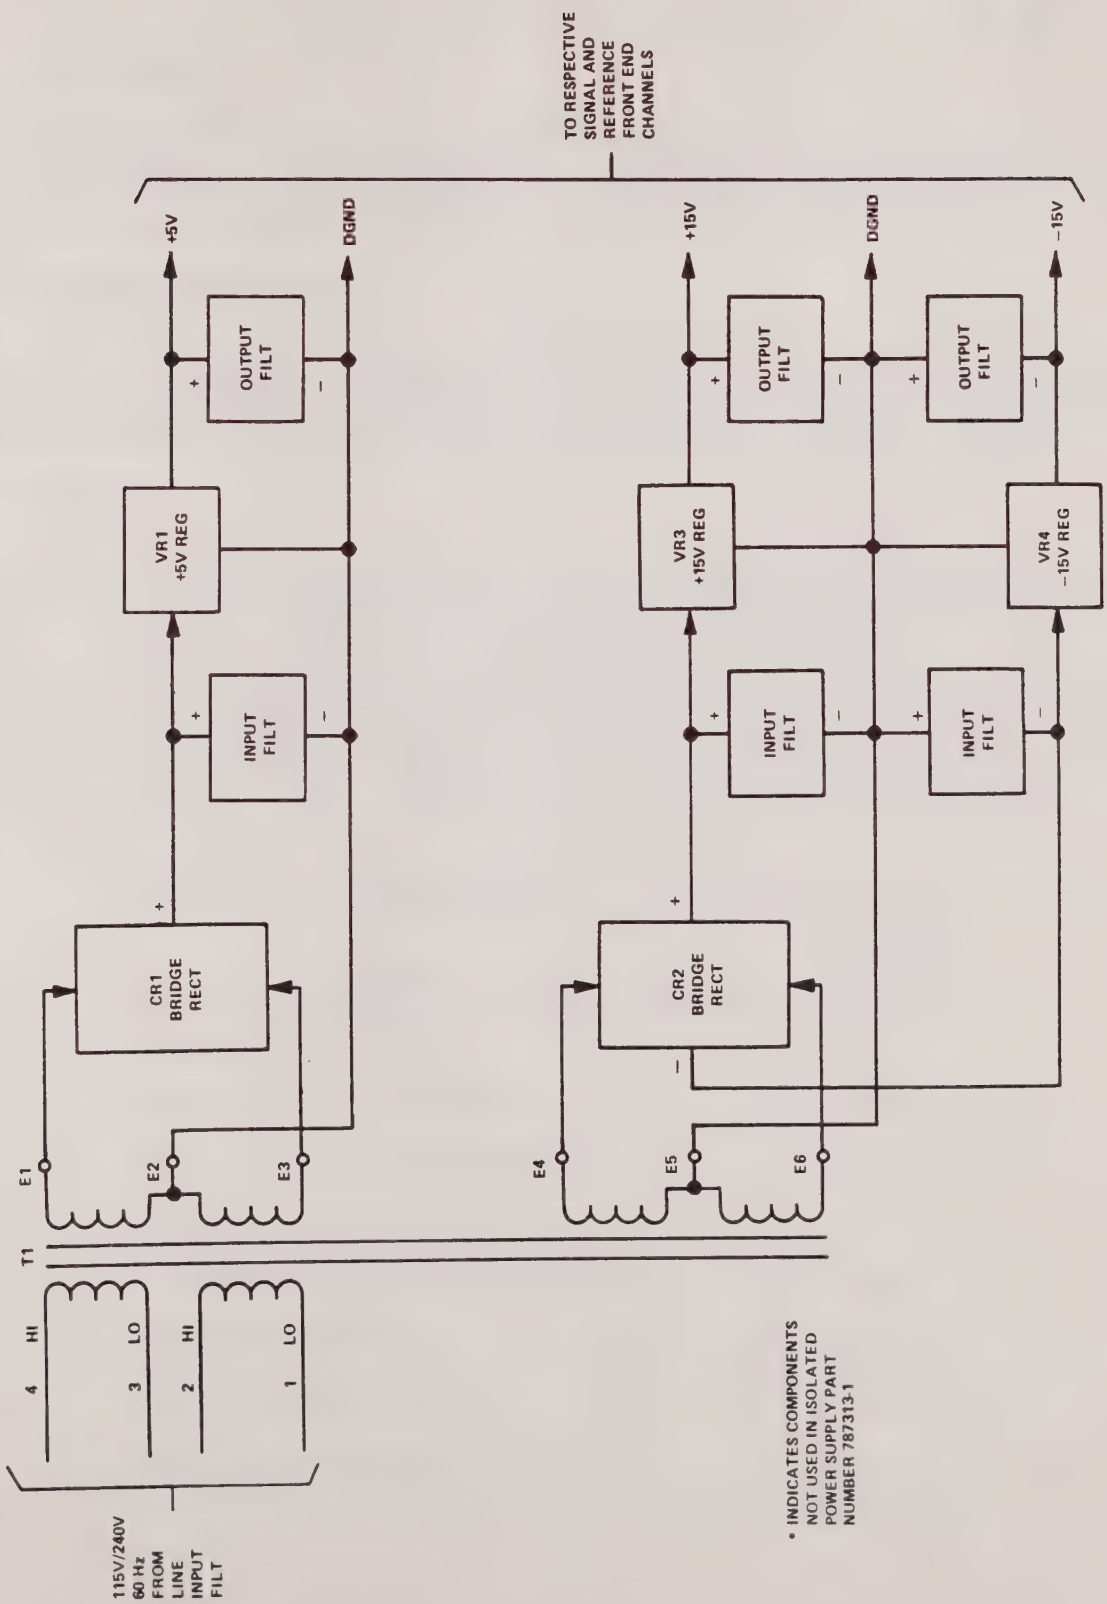

Figure 2-22. Isolated Power Supplies A17PS2/A17PS3, Functional Signal Flow Diagram
c. ISOLATED POWER SUPPLIES A17PS2 AND PS3. (See figure 2-22 for details of functional signal flow within Isolated Power Supplies A17PS2/A17PS3.)